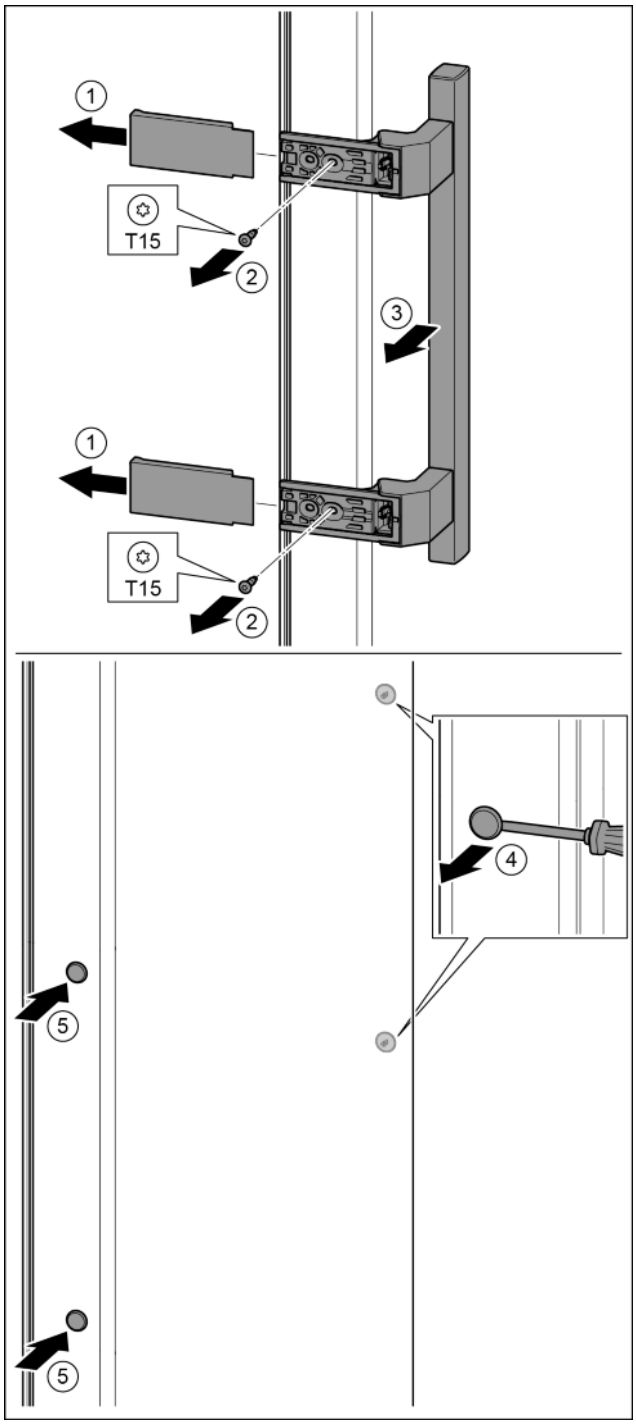

*Fig. 18*
- ▶ Pull off the cover. *Fig. 18 (1)*
- ▶ Remove the screws with the T15 screwdriver. *Fig. 18 (2)*
- ▶ Remove the handle. *Fig. 18 (3)*
- ▶ Carefully lift up the side plugs with a slotted screwdriver and pull them out. *Fig. 18 (4)*
- ▶ Insert the plugs again on the other side. *Fig. 18 (5)*